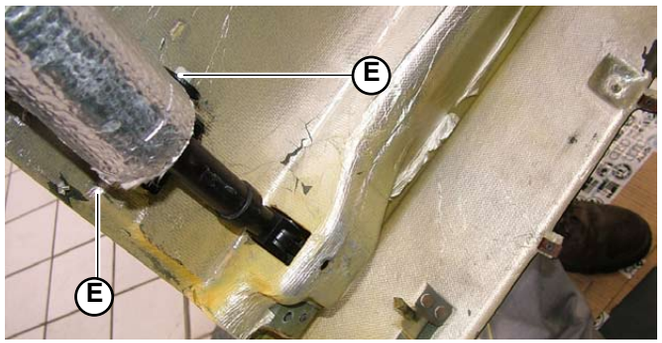

Fig.5
4. Unscrew the 2 screws (**E-Fig.5**) securing each of the 2 electric motors powering the mobile wing.